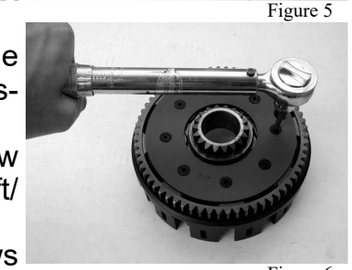

Figure 6
- Install the new retainer plate with the new 10X24-9/16” screws and tighten them to 3.3 ft/lbs (Figure 6)